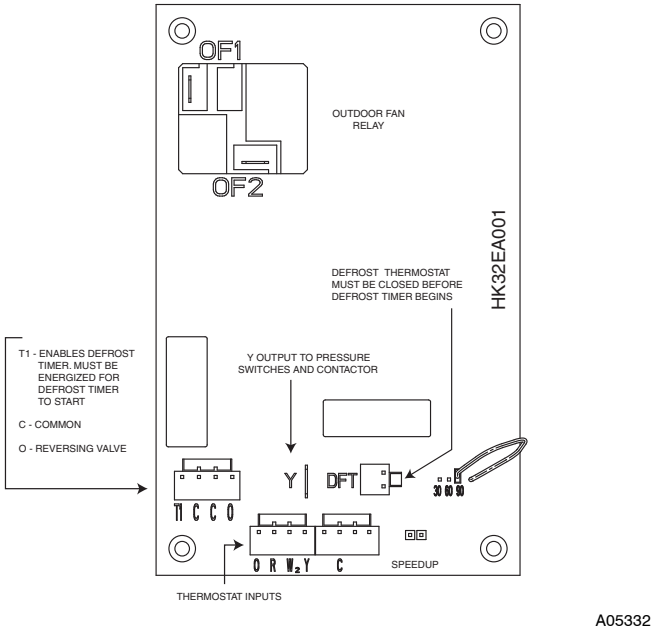

Fig. 10 – HK32EA001 Defrost Control
4. Jumper between DFT and R terminals on control board as shown in Fig. 10.